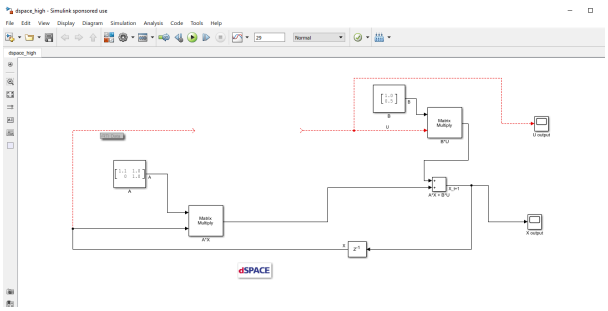

Figure 10.3: Populate the Simulink model.
3. (Figure 10.3) Populate the Simulink model with the system you want to control.